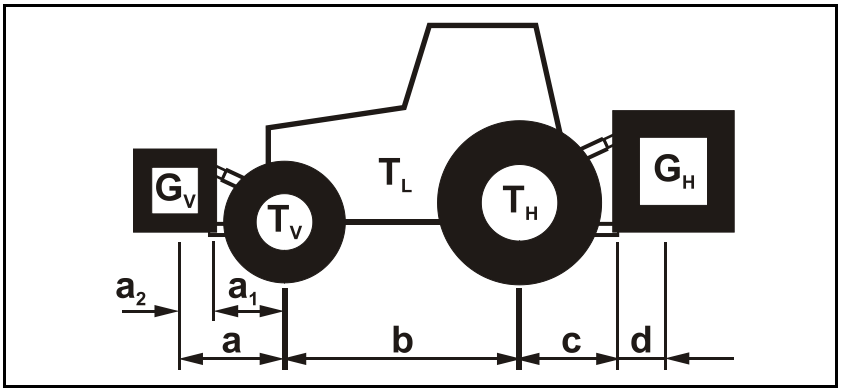

図 51
3. 保護カバー (図 51/1) を取り付け位置へ回転させます。
4. ガードの半分 (図 51/3) を引き抜きます。